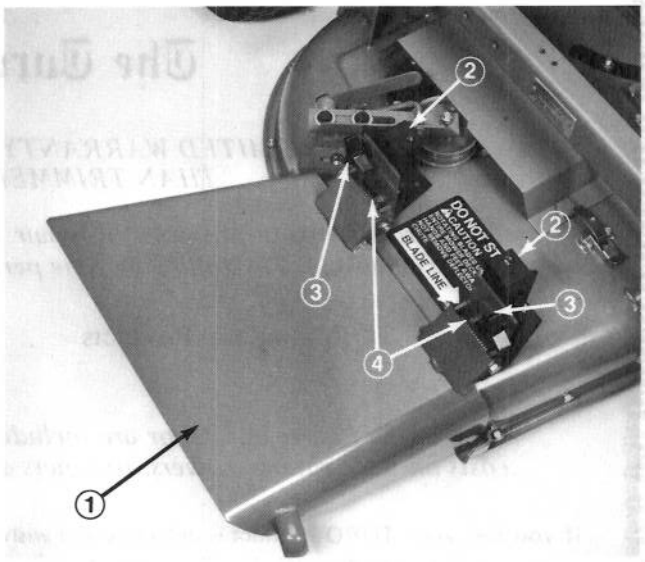

Figure 21
1. Remove bumper from carrier frame. Reinstall (2) lift arm/carrier frame connection capscrews. Torque to 70–80 ft–lb.
2. Position grass deflector mounts on outside of pivot brackets (included in kit) and secure parts together with capscrews, locknuts and washers previously removed (Fig. 21). Both locknuts must face each other. Tighten locknuts until they are flush against deflector pivots.